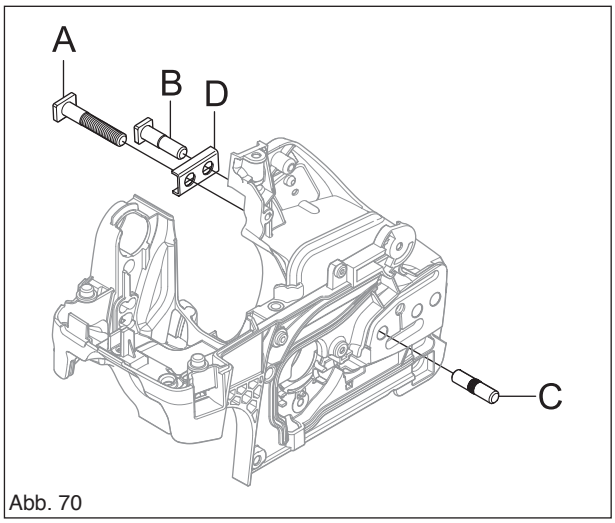

Abb. 70
Einen Stahldraht am äußeren Teil des Schienenbolzens (A) befestigen und ihn durch den Öltank und die Bolzenöffnung im Kurbelgehäuse ziehen. (Siehe Abb. 70.)
Schienenführung (C) mithilfe einer Polygripzange herausziehen. (Siehe Abb. 70.)